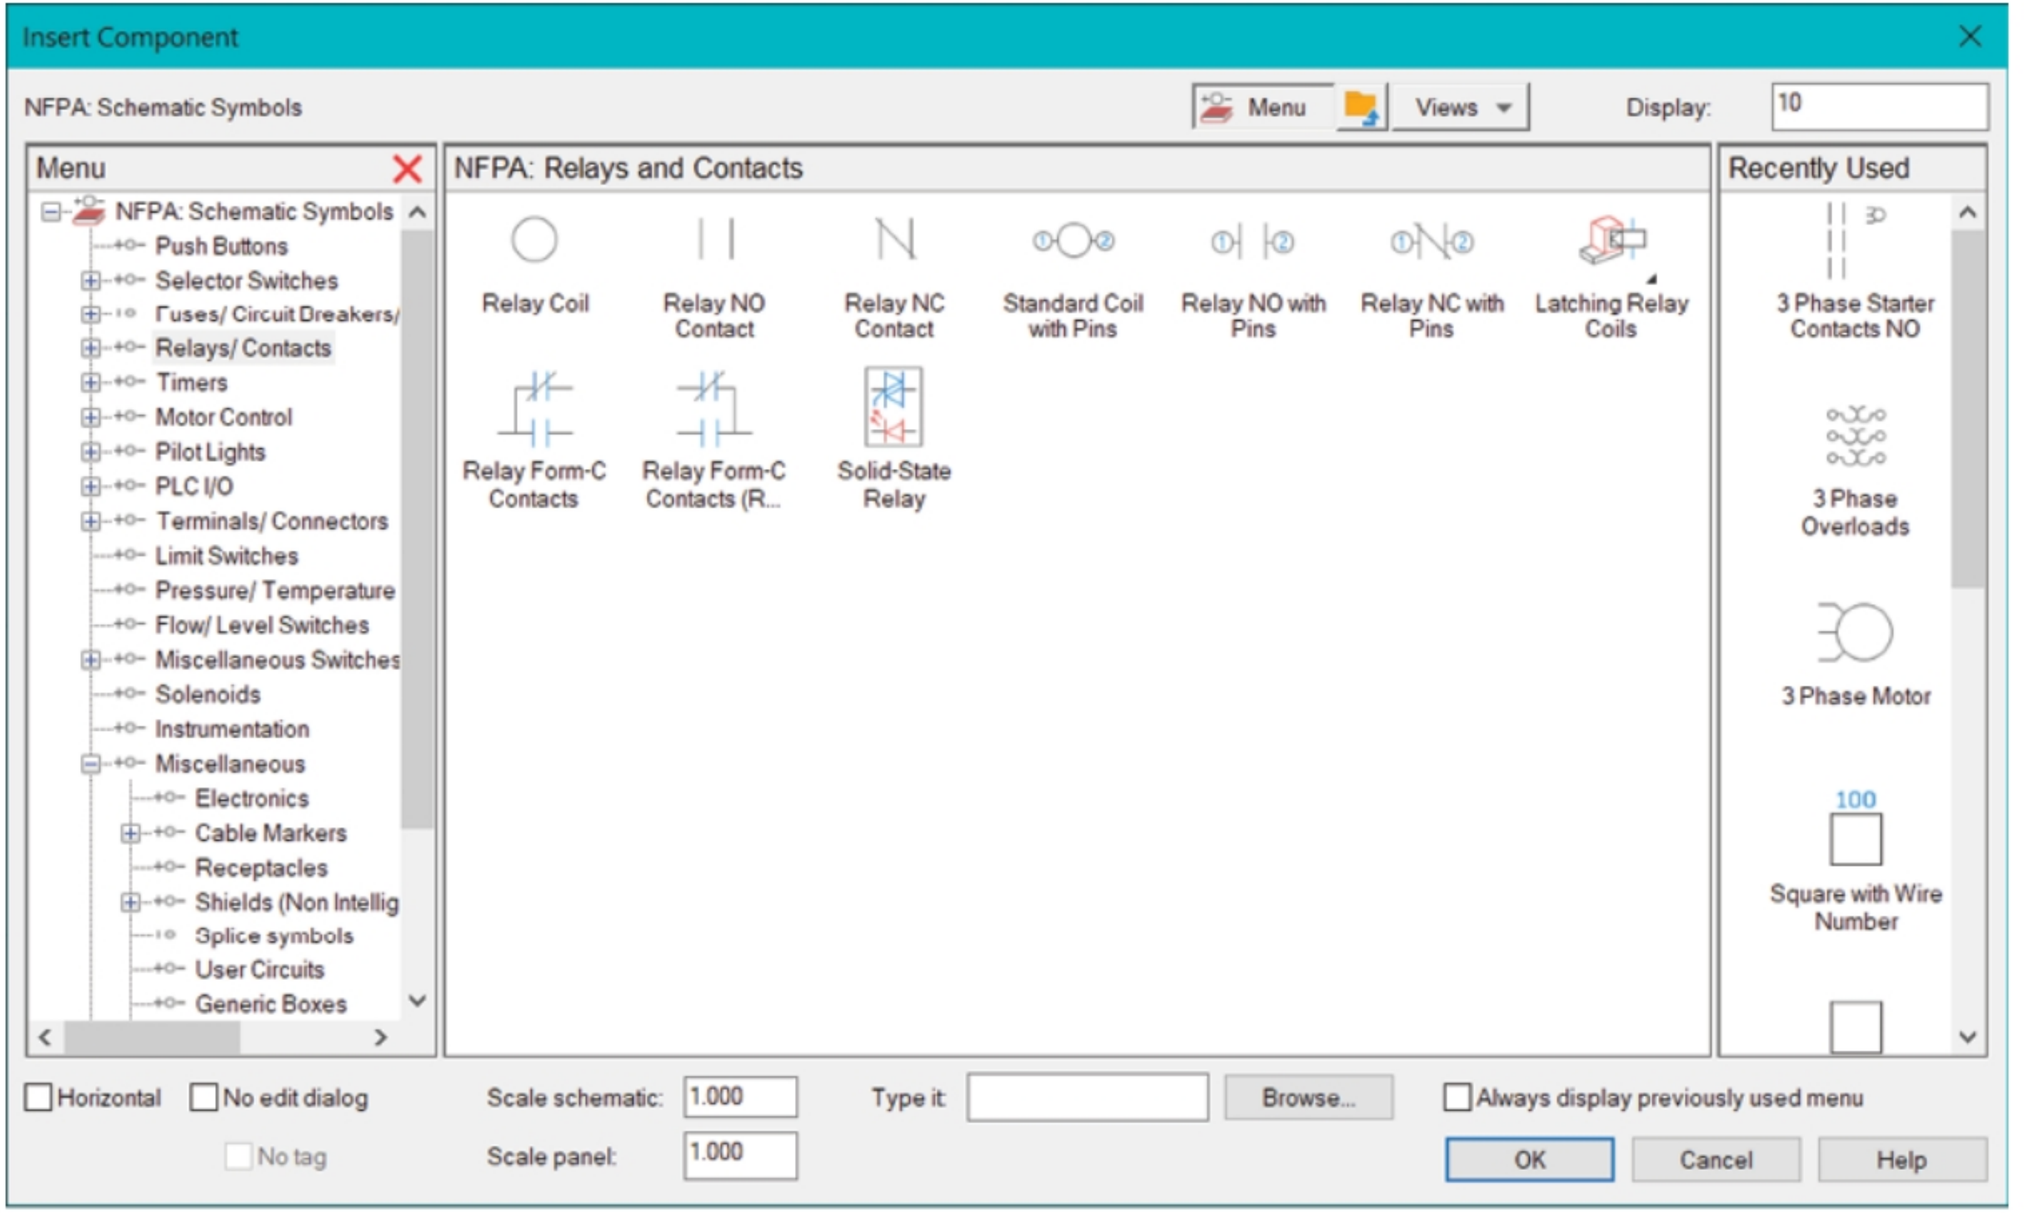

Figure-41. Insert Component dialog box with Relay and Contacts
- Click on the **Relays/Contacts** category from the dialog box. The components related to relays and contacts will be displayed; refer to Figure-41.